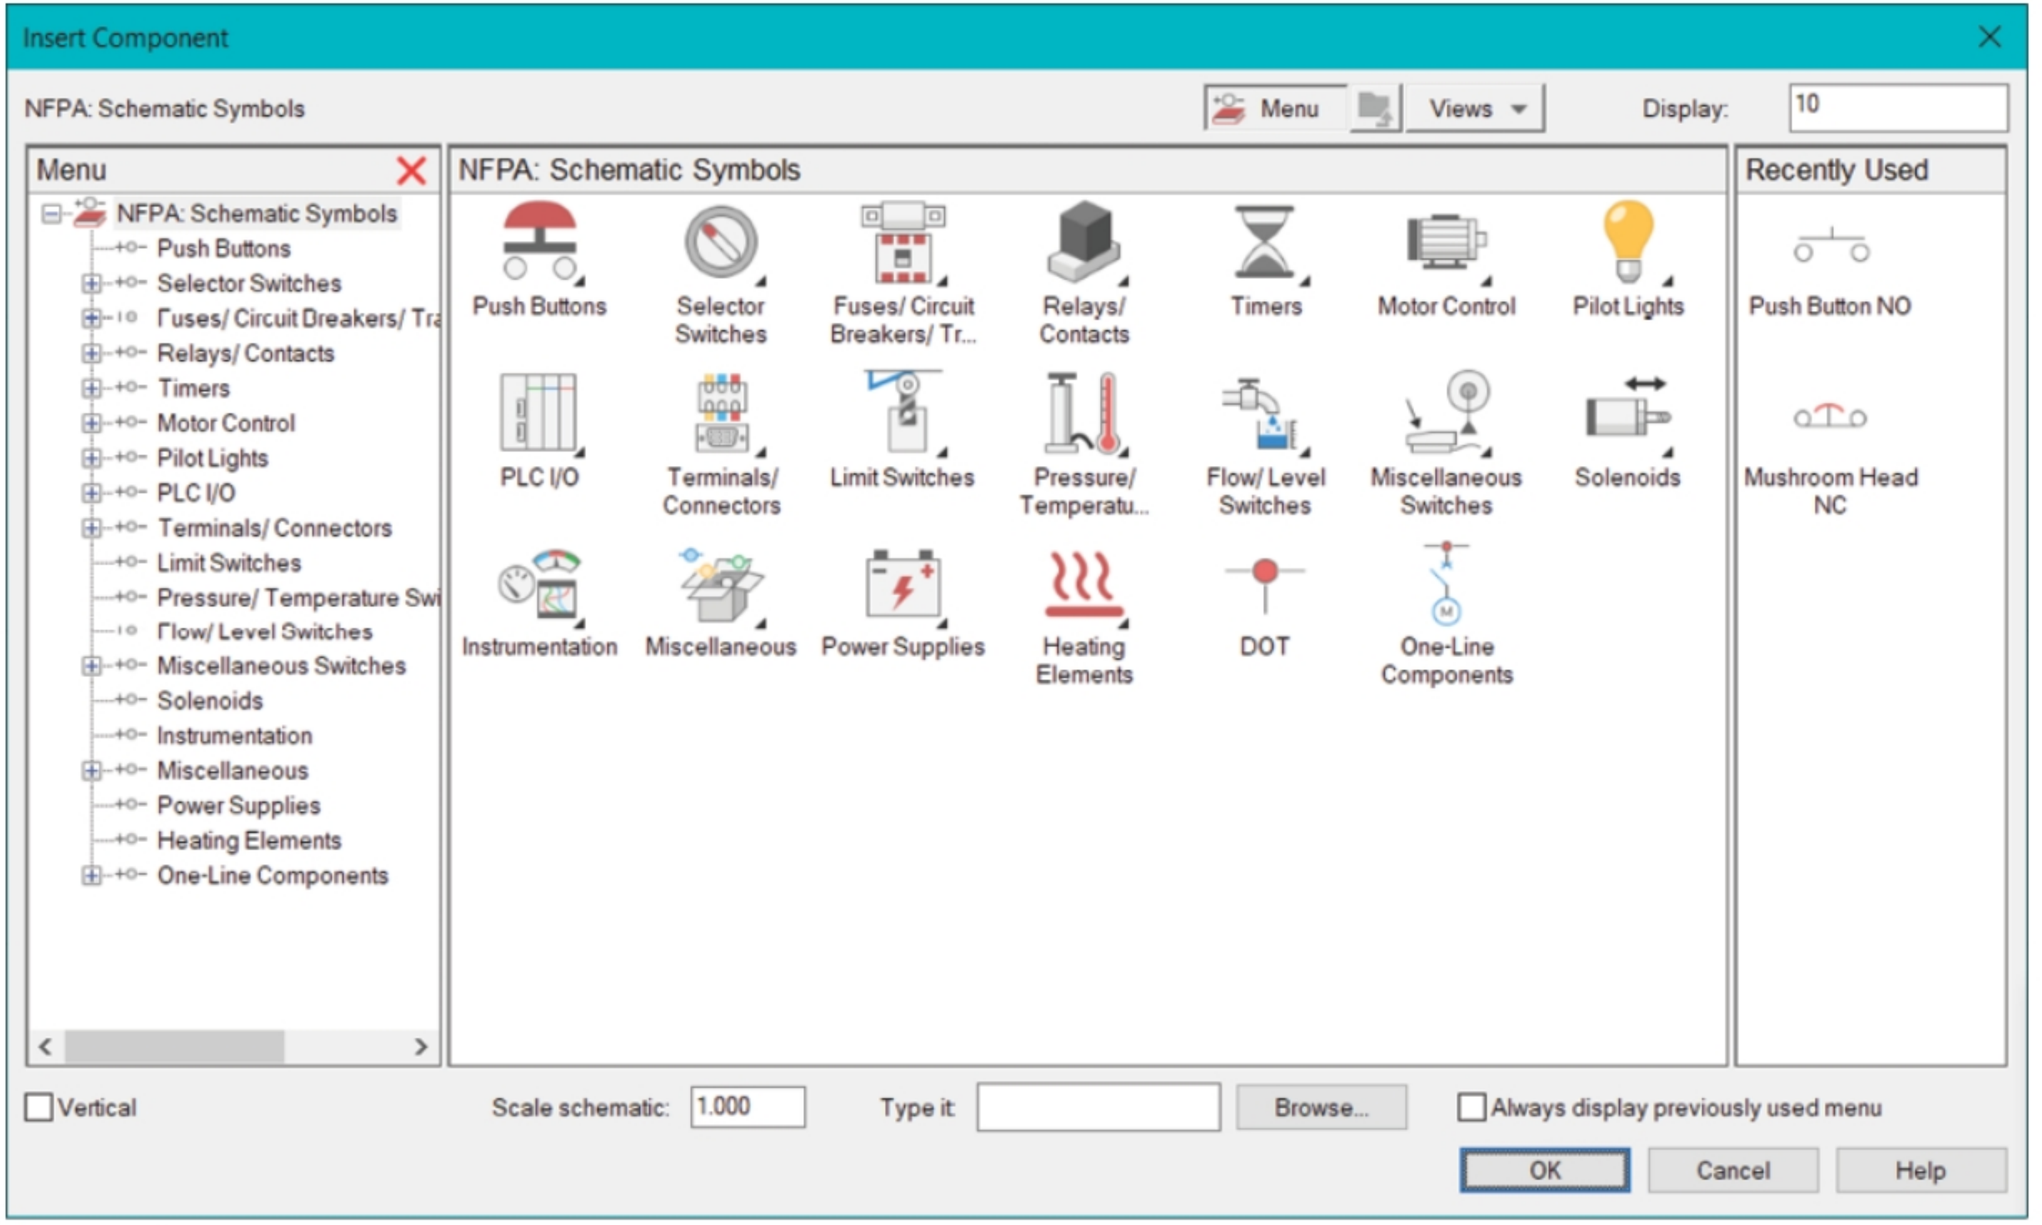

Figure-27. Insert Component dialog box
- Click on the button to assign a symbol. The **Insert Component** dialog box will be displayed; refer to Figure-27.